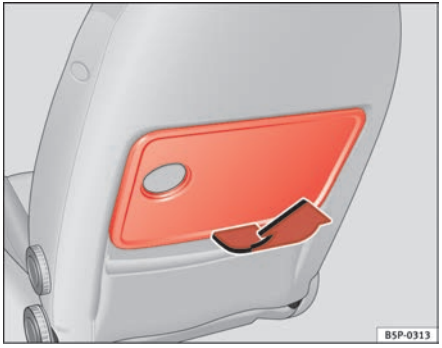

**Fig. 104 Folding table of front left seat**
– To open the table, open it up in the direction of the arrow ⇒ fig. 104.